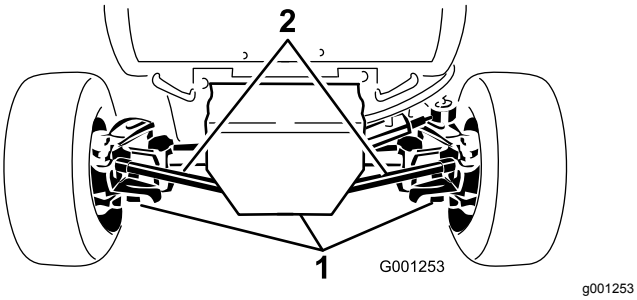

Figur 61
2. Rengør områderne omkring de tre drænpropper (Figur 61).